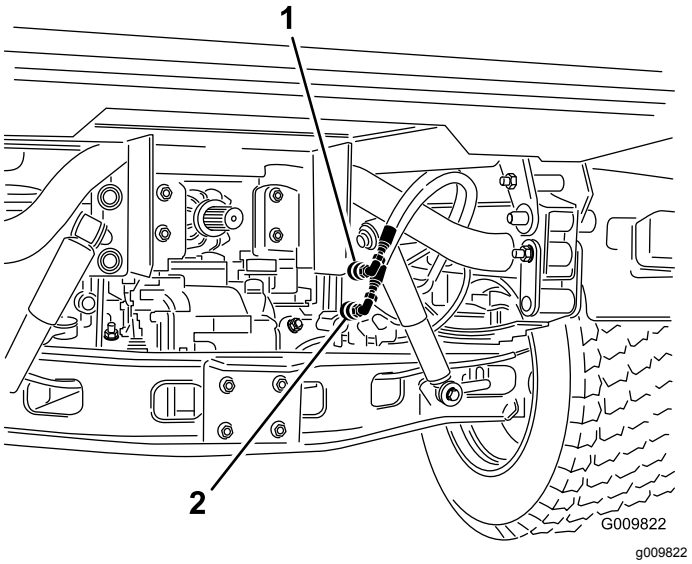

Figuur 76
2. Maak de 2 slangen met snelkoppelingen op beide machines los van de slangen die zijn bevestigd aan de beugel van de koppeling (Figuur 76).